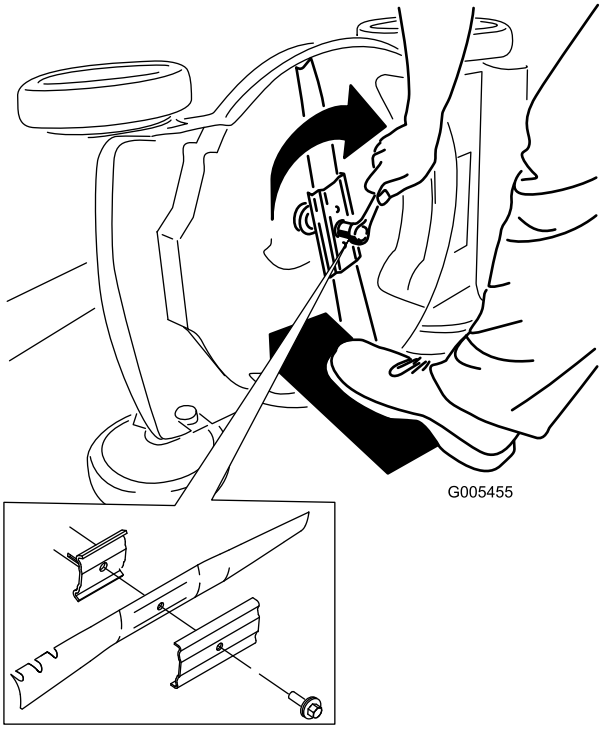

Figuur 35
5. Monteer het nieuwe mes en alle bevestigingselementen (Figuur 35).